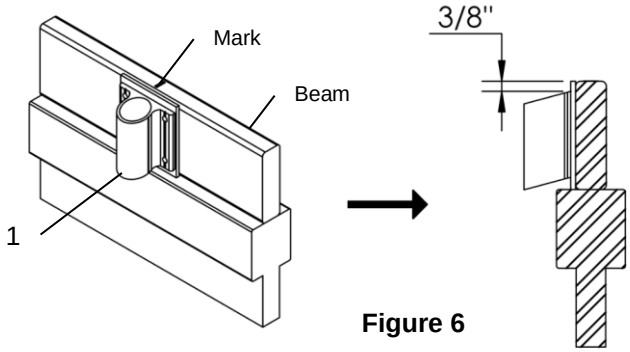

Figure 6
3. **Figure 6.** Align the center of the cross-bow pivot with the mark previously made by hand and position the top of the pivot 3/8” lower than the top of the wood beam.